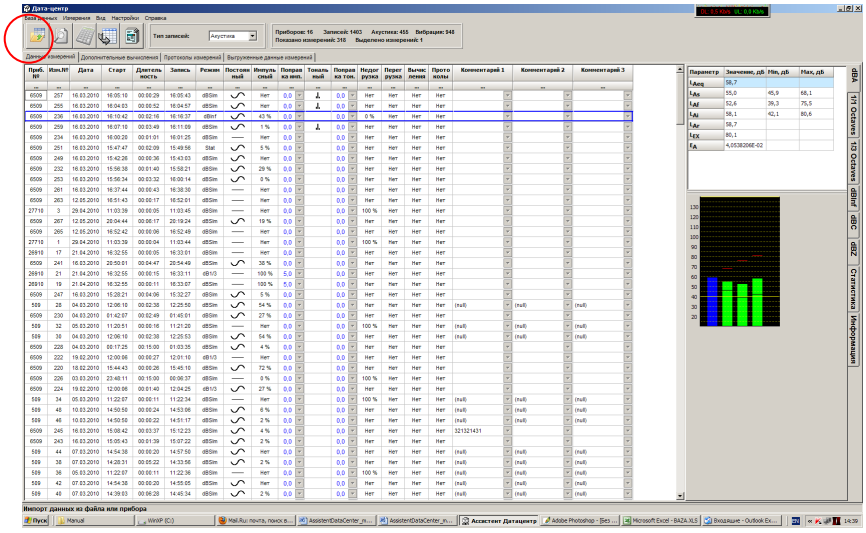

Рис. 2.3 – кнопка импорта данных
2) с помощью кнопки ***импорт*** панели инструментов, рис.2.3.